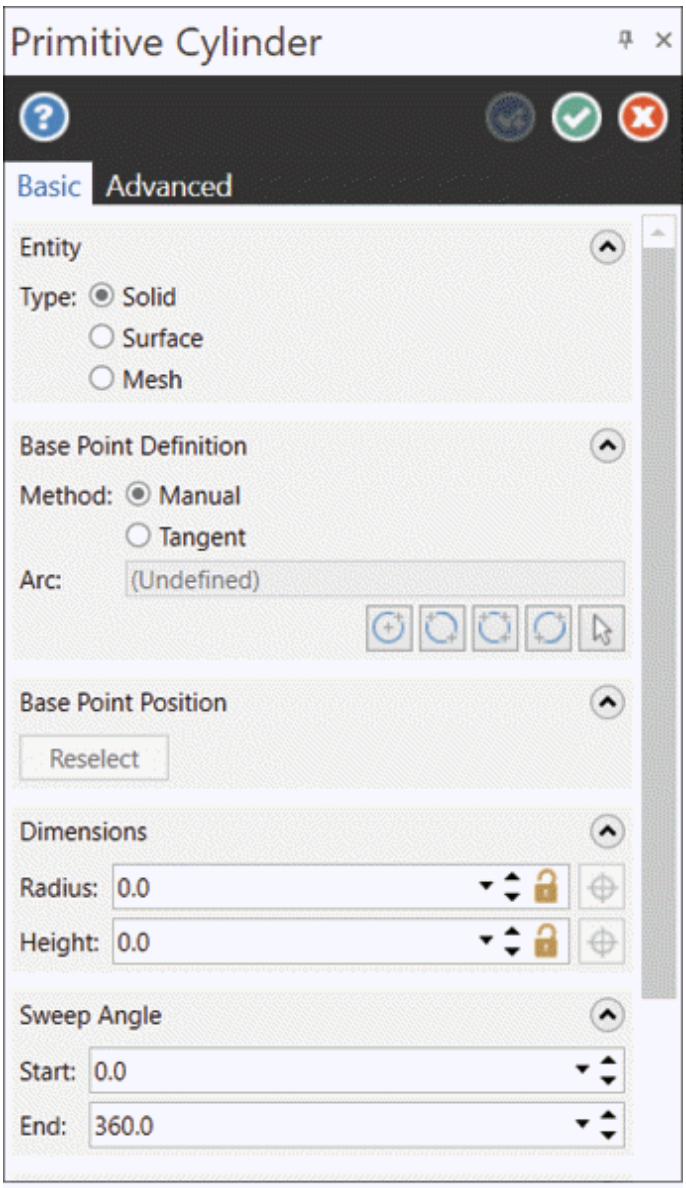

Figure-2. Primitive Cylinder Manager
- Click on the **Cylinder** tool from the **Simple** group in the **Solids** tab of the **Ribbon**. The **Primitive Cylinder Manager** will be displayed; refer to Figure-2.